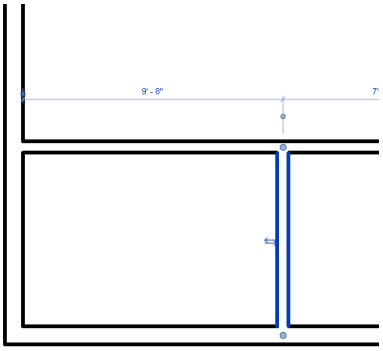

Figure 3-63 *The square dot moved*
2. Click on the dot on the extreme left; the dot and the dimension witness line move to the interior face of the exterior wall, as shown in Figure 3-63.